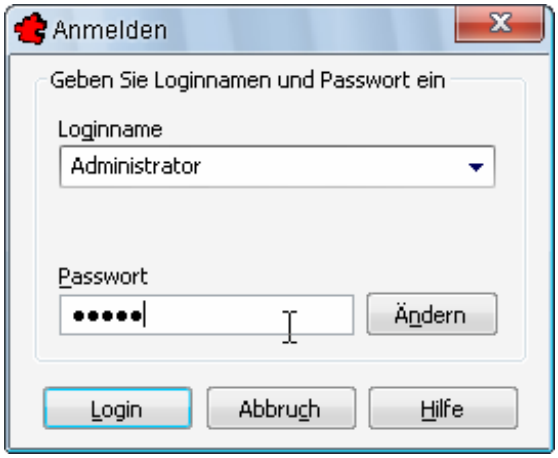

Bild 2.12 – Anmeldename aus Combobox ausgewählt
- Über die Combobox-Auswahl kann der Anwender selektiert werden (Abb. 2.12).